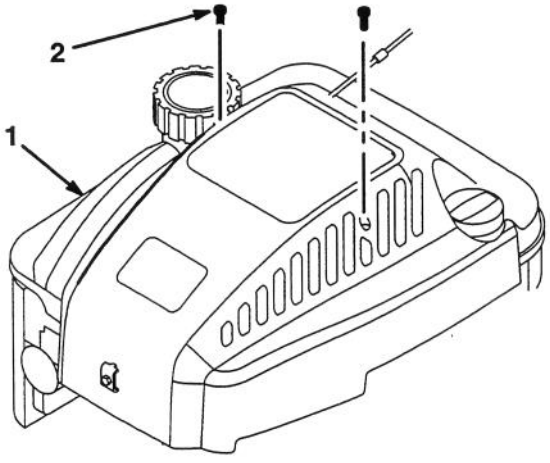

Abbildung 16
2. (2) Schrauben von der Motorabdeckung entfernen und die Abdeckung herunterheben (Abb. 16).